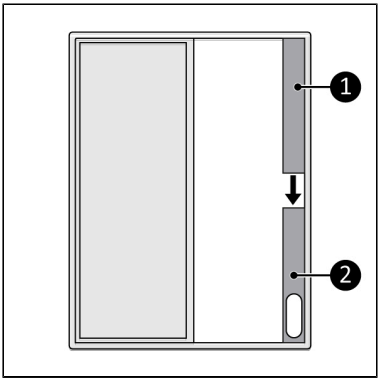

Figuur 10.
3. Plaats de meegeleverde raamaansluitingskit in de raamopening (Figuur 10, pos. 2). Pas aan op de raamhoogte met het bovenste deel (Figuur 10, pos. 1).